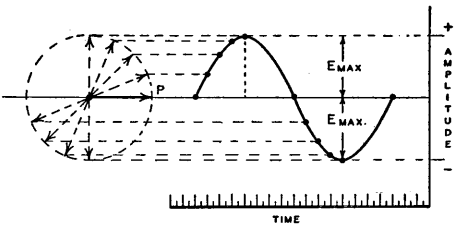
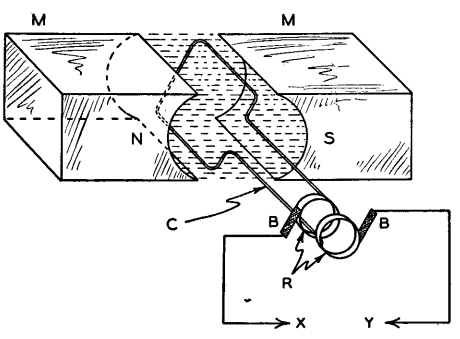

FIGURE 15.
Figure 14. Basic form of alternator.
An alternator in its very basic form is shown in figure 14. It consists of two permanent magnets, M, the opposite poles of which face each other, and the poles being machined so that they have a common radius. Between these two poles, *north* (N) and *south* (S), magnetic lines of force exist; these lines of
Figure 15 will serve to clarify the operation of the alternator. The point P is taken as the revolving conductor, which is C in figure 14. As point P is revolved in a circular manner, the change in field intensity with consequent change in voltage can be visualized. It will be seen that as the conductor P begins its rotation, it starts through the lesser field intensity, gradually coming into the maximum field, then away again to another field of minimum intensity. The conductor then cuts the magnetic field in the *opposite* direction, going through the same varying intensity as previously related, then reaching a maximum, and then falling away to zero, from which point the current again increases in the original direction. When the conductor has completed its 360° rotation, two complete changes—*one cycle*—will have been completed.
The term $2\pi f$ should be thoroughly understood because it is of basic importance. Returning again to the rotating point P (figure 15), it can be seen that when this point leaves its horizontal position and begins its rotation in a counter-clockwise direction, through a complete revolution back to its initial starting point, it will have traveled through 360 electrical degrees. Instead of referring to this movement in terms of degrees, mathematical treatment dictates that the movement be expressed in *radians* or segments equal to the radius.